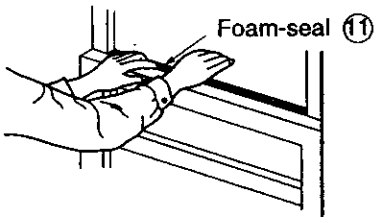

Figure 111
12. Cut the foam seal ⑪to the proper length and insert between the upper window sash and the lower window sash. (See Figure 111)